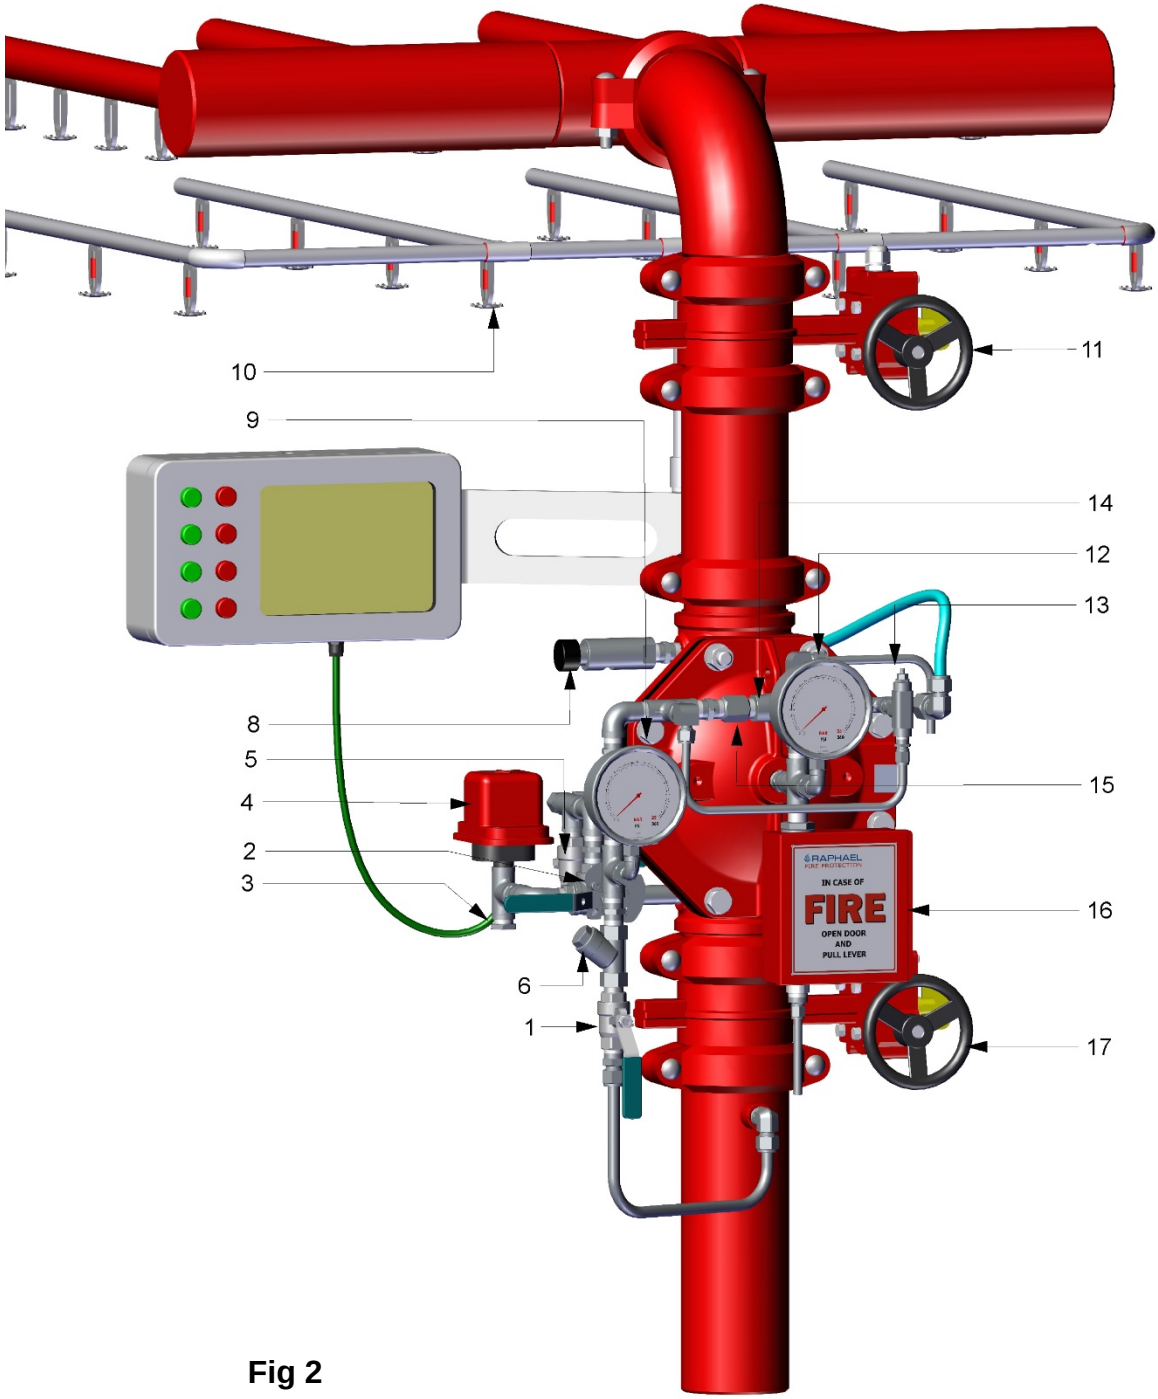

Fig 2
INSTALLATION (Reference Figure 2)
8. All connections to water supply, alarms etc. should be done in accordance with figure 2:
INSTALLATION PARTS LIST (Reference Figure 2)
OPERATING INSTRUCTIONS (Reference Drawing - figure 2)
(Reference Drawing - figure 2)
(Reference drawing - figure 2)